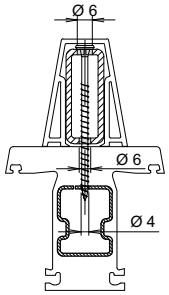

Abb. 1 Variante 1
- Verschrauben Sie die Lisene mit dem Pfosten (Abb. 1). Schraubkopf auf Lisene.